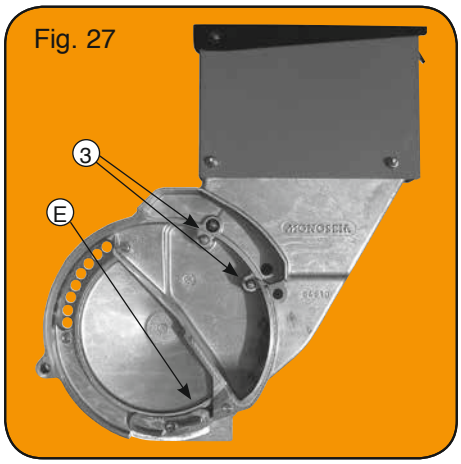

Fig. 27
- Prüfen sie regelmäßig die Funktion der Finger ③ und ⑧.
- Die Biegszumkeit der Auswerfer regelmäßig Kontrollieren (Fig. 27).
- Verifiar régularemente el deslizamiento de los dedos ③ y ⑧.
- Verifiar régularemente la flexibilidad del ejector E (fig. 27).